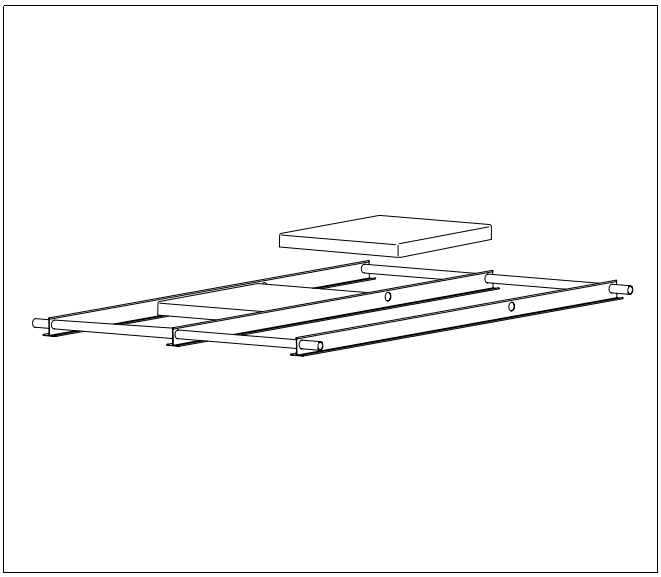

Afb. 29 Basisframe met betontegels stabiliseren
- Stabiliseer het basisframe door een klassieke betontegel (afb. 29) op de kraag van de T-profielen te plaatsen. Vul de rest van de betontegels pas na de beëindiging van de montage van de staander voor plat dak aan (zie hoofdstuk 6.4 "Staander voor plat dak stabiliseren", pagina 35).